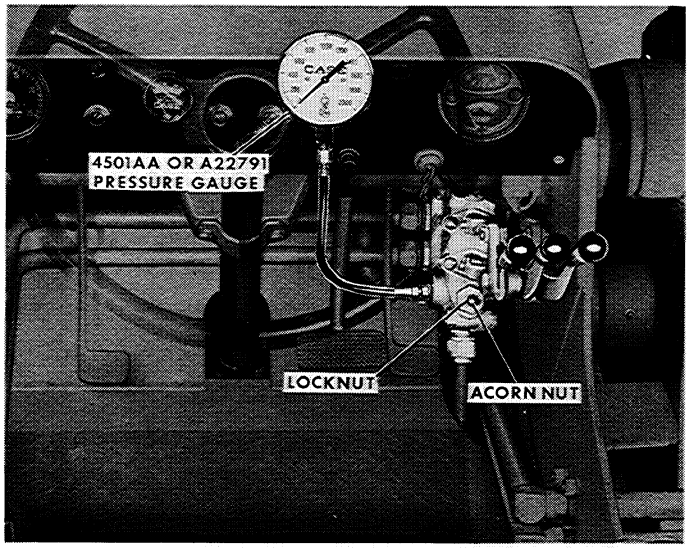

Figure DD-35
2. Shut off the engine and relieve the hydraulic pressure in the lines by working the control levers back and forth several times, Figure DD-35.